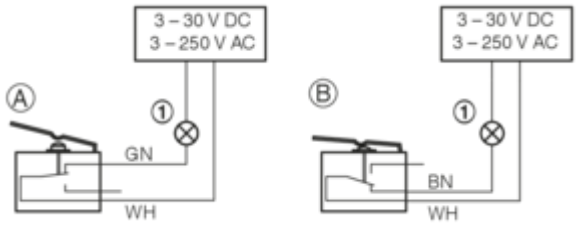

Abb. 197: Anschlussbeispiel Endschalter
- Anschluss der Endschalter anhand des Anschlussbeispiels Abb. 197